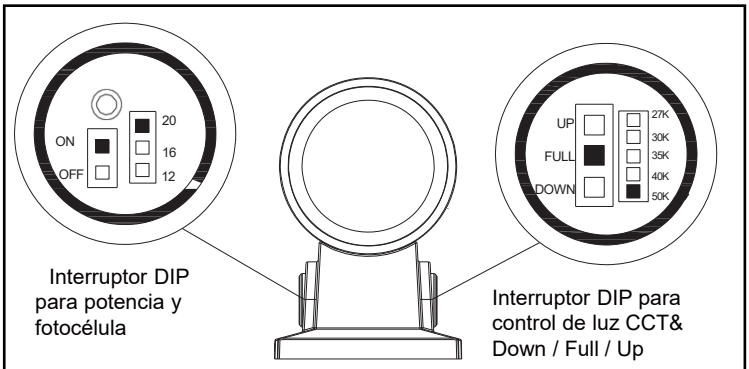

Figura 4
- Retire el orificio ciego de los cubos roscados en ambos lados del accesorio. Configure la potencia y la fotocélula ON/OFF desde un lado y ajuste el CCT y la dirección de la luz desde el otro lado. ***Ver la Figura 4.***